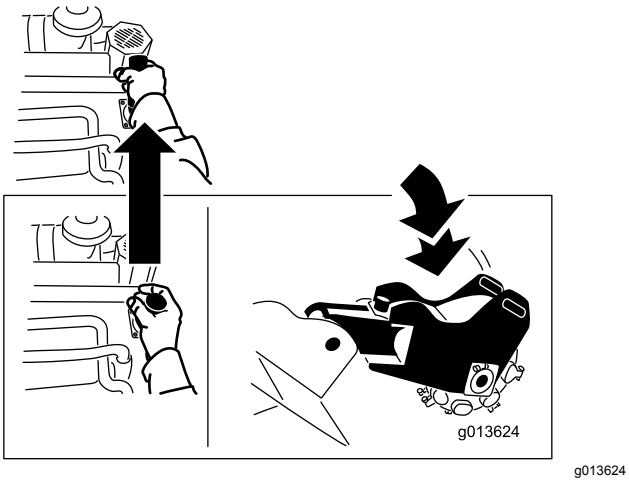

Figuur 13
- Druk de hendel naar voren om de frees te laten zakken (Figuur 13).